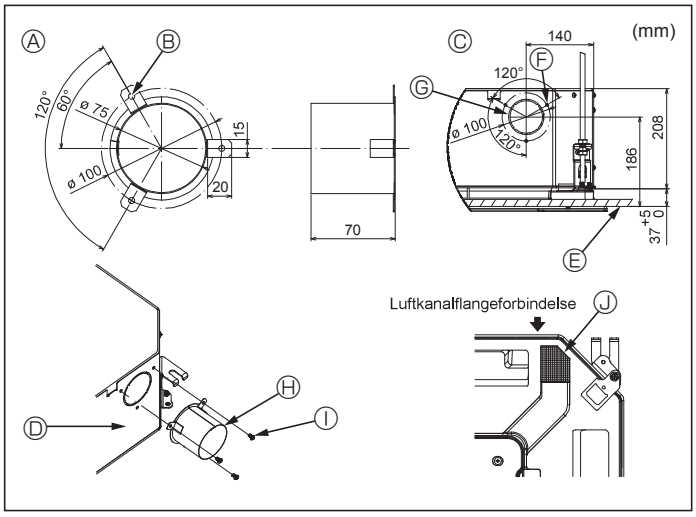

Fig. 4-3
4.3. Installation af luftkanal (i tilfælde af friskluftsindtag) (Fig. 4-3)